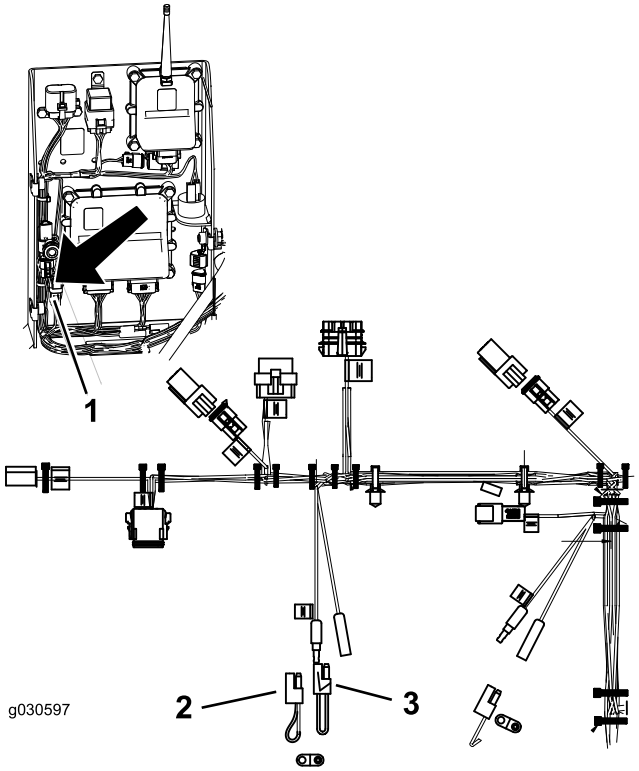

Figur 31
2. Træk de 2 ledningsforbindelser ud af krøllestikket vist i Figur 31.